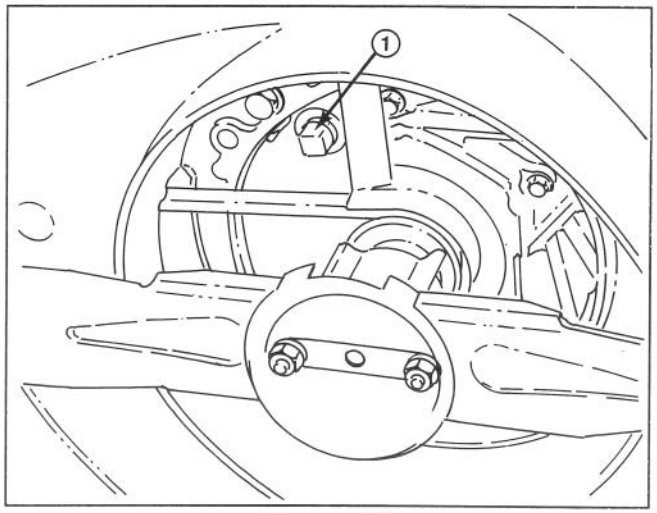

Figure 19
3. Tip mower on its left side. Remove drain plug from underside of mower using an adjustable wrench (Fig.19). Place a drain pan under mower.